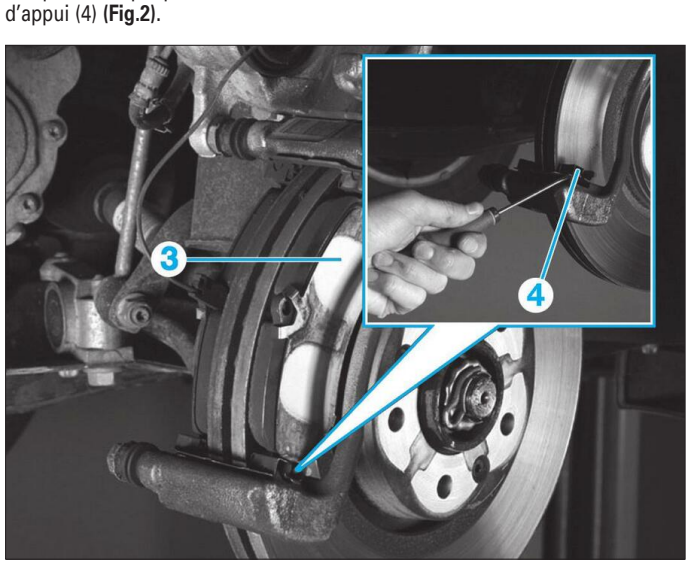

**Fig. 2**
• Déposer les plaquettes de freins (3) et les cales d'appui (4) **(Fig.2)**.